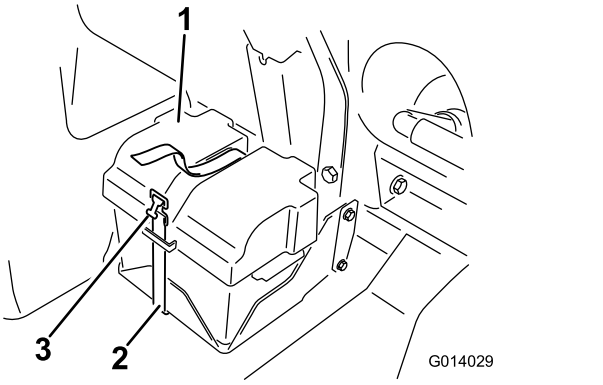

Figura 94
2. Retire la tapa de la batería y desconecte el cable negativo (negro) del borne de la batería (Figura 94).
4. Instale la tapa de la batería y sujétela con la correa que retiró anteriormente (Figura 94).